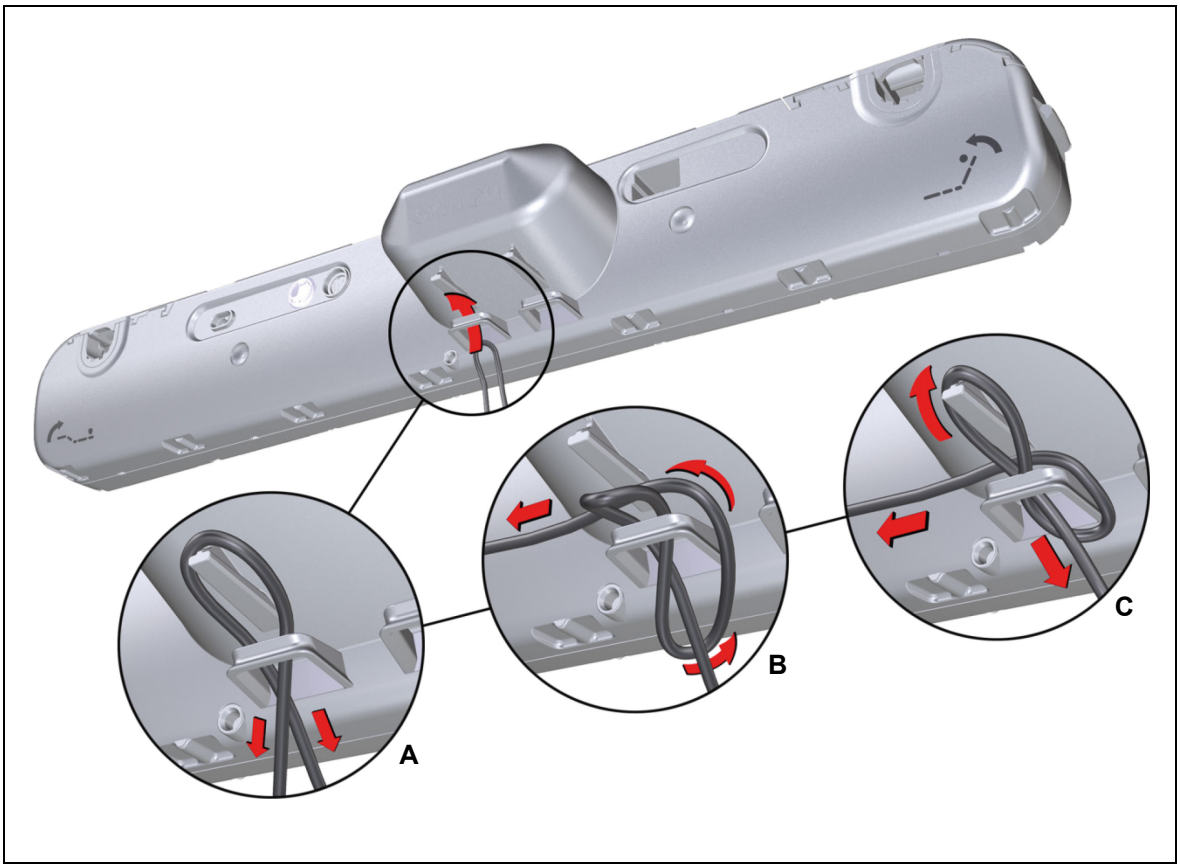

Abbildung 15 Kabel in die Zugentlastung einfädeln
2. Schieben Sie das Kabel in einer Schlaufe durch die Zugentlastung wie in Abbildung 15 **A** gezeigt.
3. Führen Sie den rechten Kabelstrang zuerst unter dem linken Kabelstrang und dann hinter der Schlaufe durch, wie in Abbildung 15 **B** gezeigt.
4. Legen Sie die Schlaufe über den Dorn am Antrieb und ziehen Sie die Schlaufe leicht zurück, wie in Abbildung 15 **C** gezeigt.